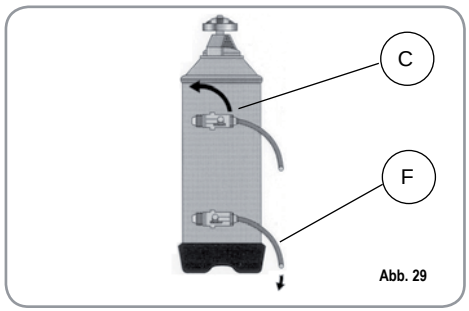

Abb. 29
2) Den Verschluss wieder einsetzen und den Hebel C wieder nach links führen (Abb.29). Dabei hat das Salzwasser durch das Rohr F zu fließen, bis wieder Süßwasser vorliegt (1/2 Stunde).